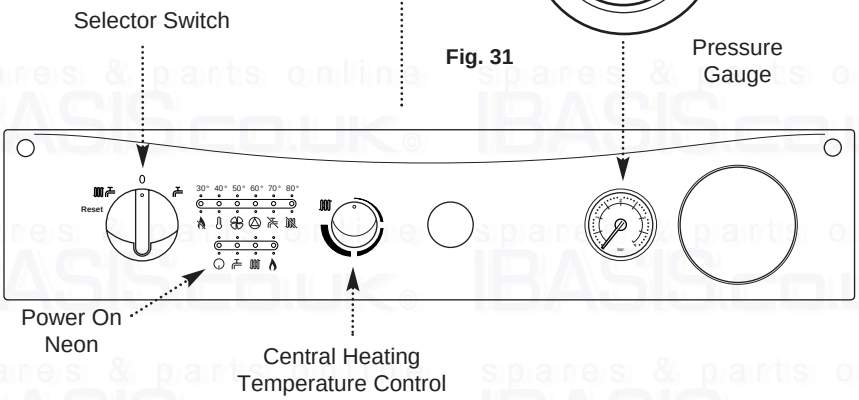

Fig. 32
8. If at any time during commissioning it is required to terminate a particular cycle, e.g. the pump overrun period, turn the selector to the Off position and then back to the On position ( ) (Fig. 32).